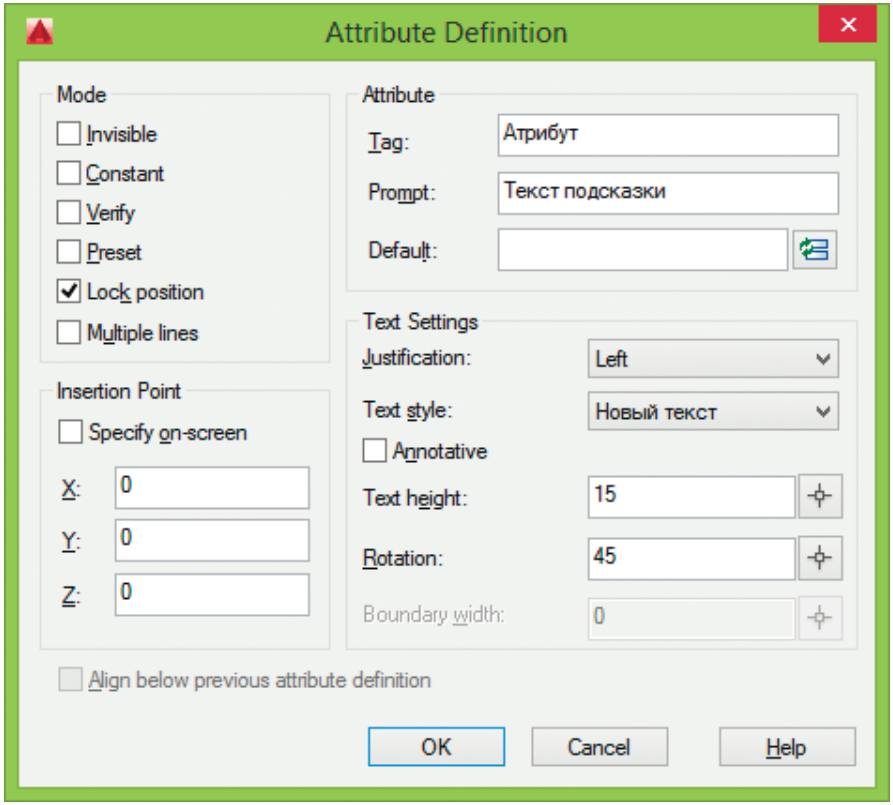

Рис. 10.15. Диалоговое окно описания атрибута
-  **Attribute Definition** – загрузка одноименного диалогового окна определения атрибутов (рис. 10.15), позволяющего настроить следующие параметры: